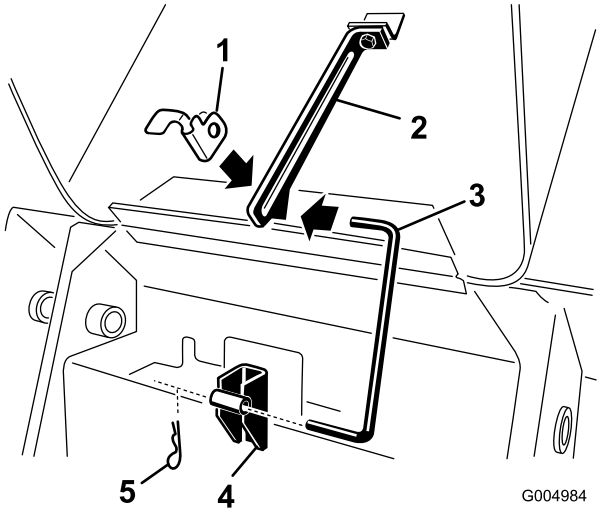

Figuur 41
3. Trek de R-pen uit de onderzijde van de steunstang van de motorkap en schuif de steunstang uit de bevestigingsbeugels en het lipje (Figuur 41).
7. Steek de steunstang in de bevestigingsbeugels en het lipje en bevestig dit met de R-pen (Figuur 41).